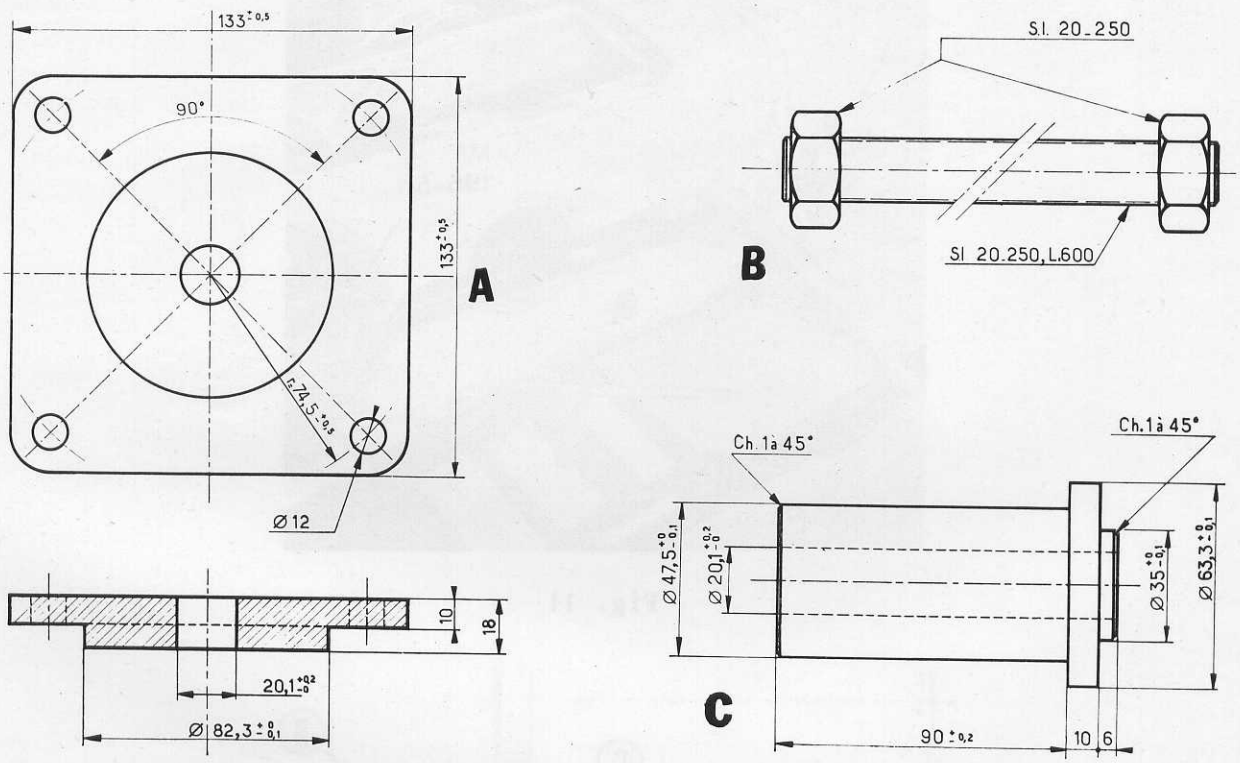

Fig. 8
4° - Chasser de son logement, le roulement à aiguilles (10) en utilisant soit les outils service "Churchill" soit les outils OER 2, à confectionner localement (voir dessins cotés représentés à la figure 8).